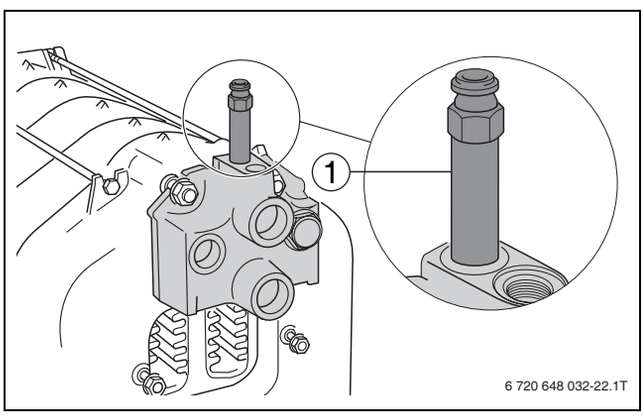

Fig. 22 Sealing the sensor well
- Close front and back connections (fit vent to the Rp¾ connection block; → Fig. 22, page 23).